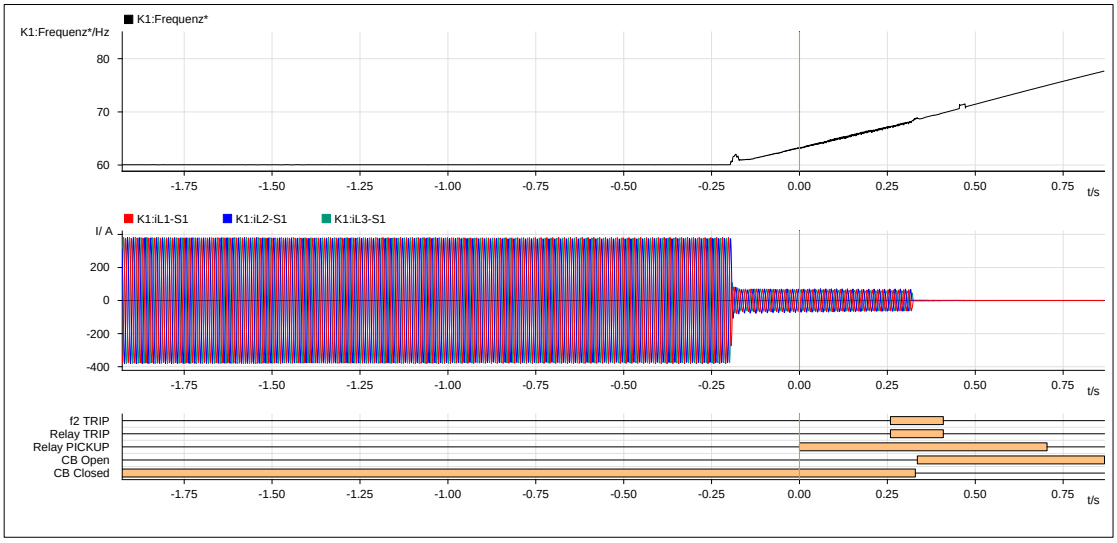
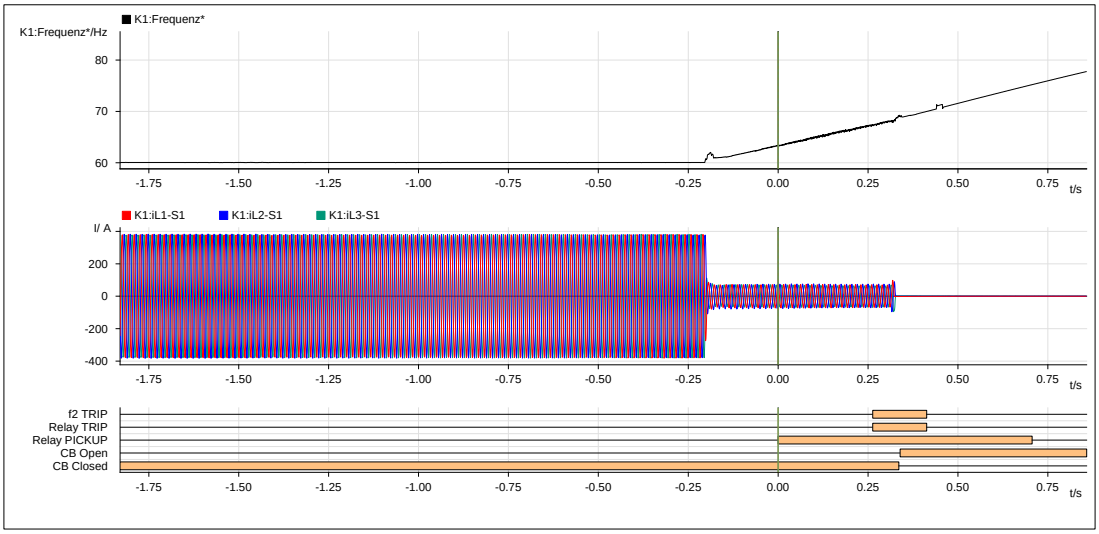

Figura 4. Registro oscilográfico del relé 7UMG2 del generador G2 de la C.H Marañón (Fuente: CELEPSA RENOVABLES).
Figura 5. Registro oscilográfico del relé 7UMG3 del generador G3 de la C.H Marañón (Fuente: CELEPSA RENOVABLES).
11.3 Luego de 543 ms de iniciado el evento, en el subsistema entre la C.H Marañón y la S.E La Unión, debido al desbalance de carga-generación (del orden de 1 a 6,64), se produjo la desconexión de los grupos G2 y G3 de la C.H Marañón por actuación de su protección de sobrefrecuencia (ver Figura 4 y Figura 5), previo a la desconexión de los grupos se registró una frecuencia de 68,46 Hz.